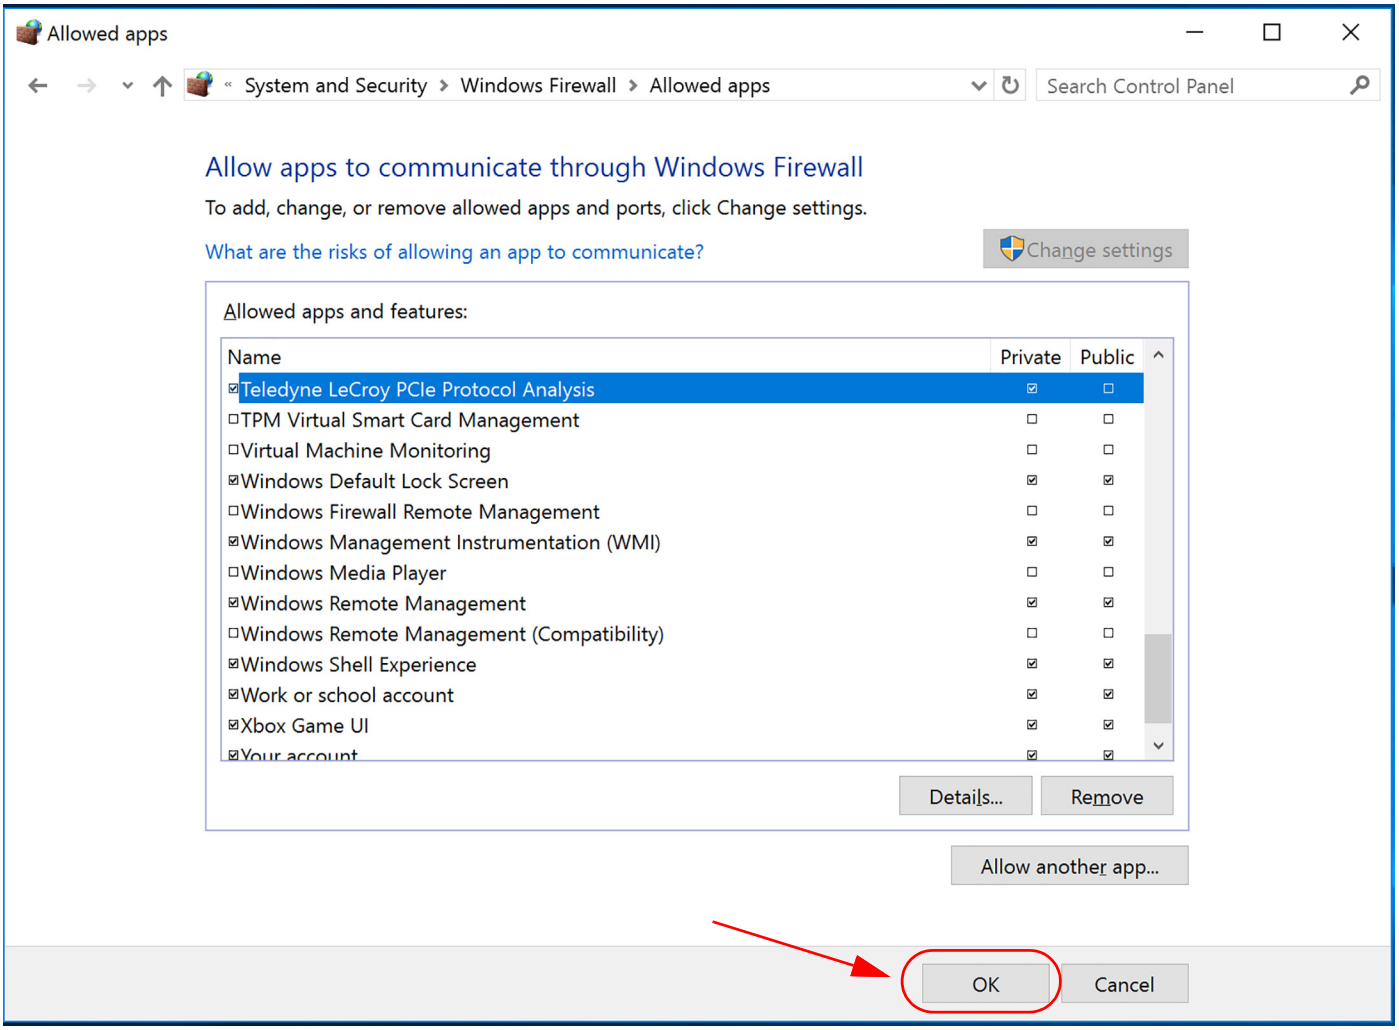

Figure 3.9: Windows Server 2016/2019: Add Teledyne LeCroy PCIe Protocol Analysis to Allowed Applications
10. After the Application has been added, you can see it in the “Allow apps to communicate through Windows Firewall” screen. See Figure 3.9.